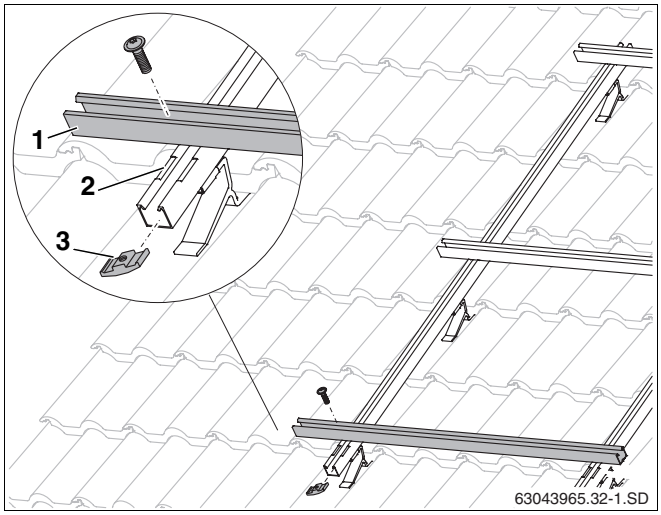

Rys. 30 Montaż poziomych szyn profilowanych
- Włożyć szyny profilowane (rys. 30, **poz. 1**) w zagłębienia (rys. 30, **poz. 2**) profili absorbujących dodatkowe obciążenie śniegiem i lekko przykręcić śrubami i nakrętką aluminiową (rys. 30, **poz. 3**), tak aby można było jeszcze ustawić szyny profilowane.